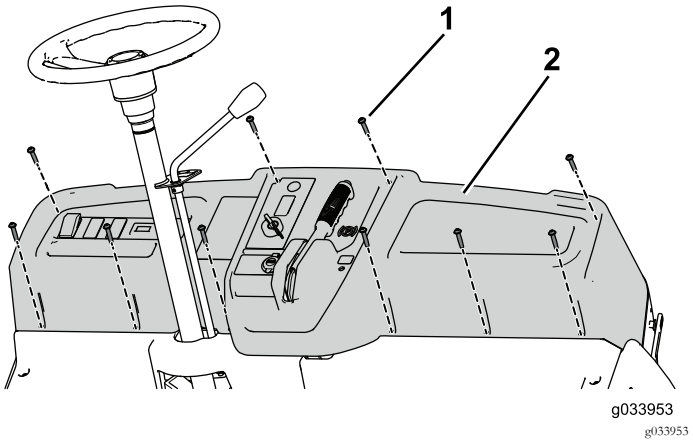

Figuur 32
9. Gebruik de 10 schroeven (1/4 x 1-1/4 inch) om het dashboard te bevestigen aan de machine (Figuur 32).